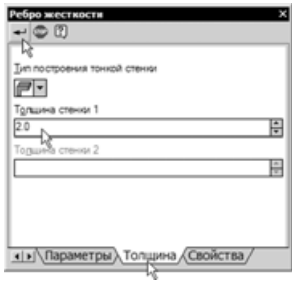

Рис. 6.94
- На панели свойств откройте вкладку **Толщина** (рис. 6.94). В числовое поле **Толщина стенки 1** введите значение 2 и нажмите кнопку **Создать объект**.